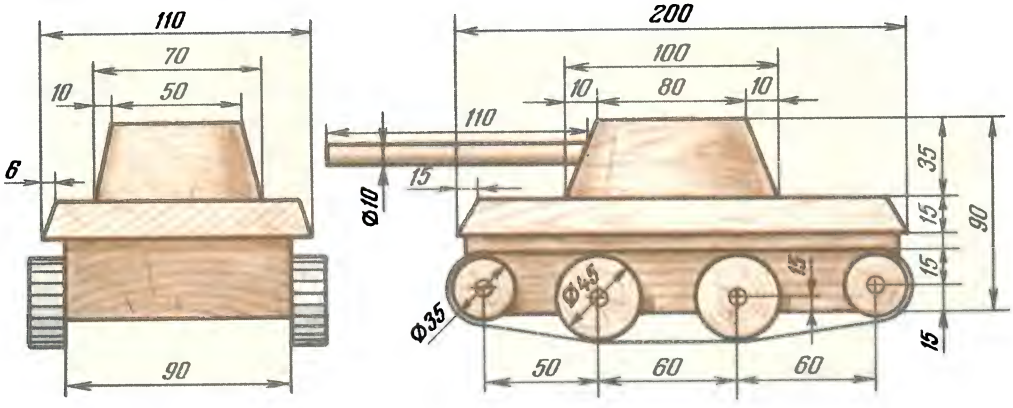

Рисунок 101. Танк.
3. Сделайте модель танка (рисунок 101), также планируя работу с помощью учителя.